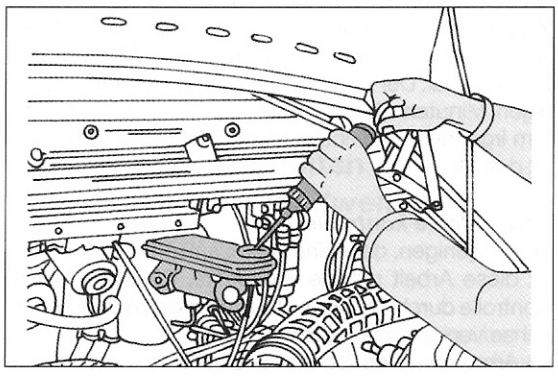

Bild 285
- Die Gegend um den Verschluss des Vorratsbehälters für den Hauptbremszylinder und der Bremsleitungsanschlüsse gut säubern, die Verschlusskappe entfernen und die Bremsflüssigkeit mit einem Sauger aus dem Vorratsbehälter entfernen. Dazu lässt sich zum Beispiel ein Batteriesäureheber verwenden, welchen man vorher jedoch einwandfrei säubern muss. In Bild 285 kann man sehen, wie die Bremsflüssigkeit abgesaugt wird.